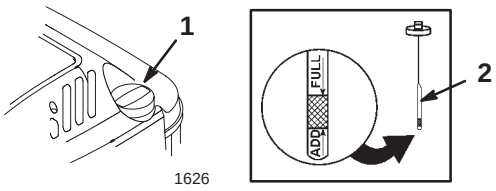

Bild 6
Stellen Sie vor jedem Einsatz sicher, dass der Ölstand zwischen den Marken *Add [Nachfüllen]* und *Full [Voll]* am Peilstab steht (Bild 6).
2. Reinigen Sie den Bereich um den Peilstab (Bild 6).
6. Lesen Sie den Ölstand am Peilstab ab (Bild 6).